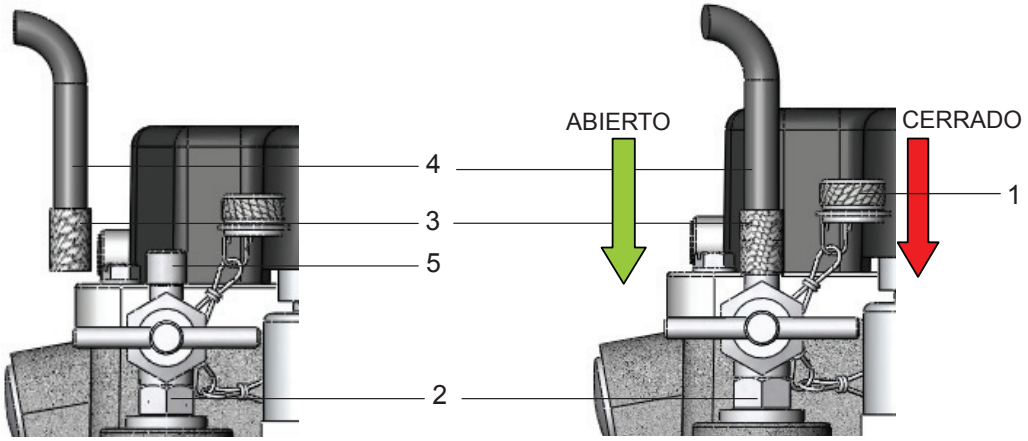

Figura 10 - Control mediante bomba de control
- Desatornille la tuerca de sombrerete pequeña (Figura 10/1) de la válvula de purga (Figura 10/2)
- Atornille el adaptador (Figura 10/3) de la manguera que comunica (Figura 10/4) con la bomba de control en la tubuladura de la válvula (Figura 10/5)
Proceda de la siguiente manera (consulte la figura 10):
- Atornille el adaptador (Figura 10/3) de la manguera que comunica con la bomba de control (Figura 10/4) en la tubuladura de la válvula (Figura 10/5)